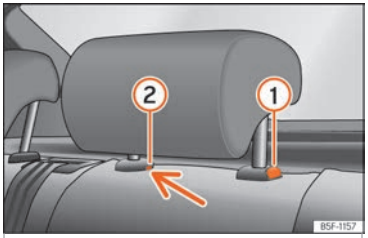

Fig. 115 Apoyacabezas trasero: desmontaje.
- Pulse la tecla ››› **fig. 115** (1), apretando a la vez por el orificio del seguro (2) con un destornillador plano de máximo 5 mm de anchura y retire el apoyacabezas.